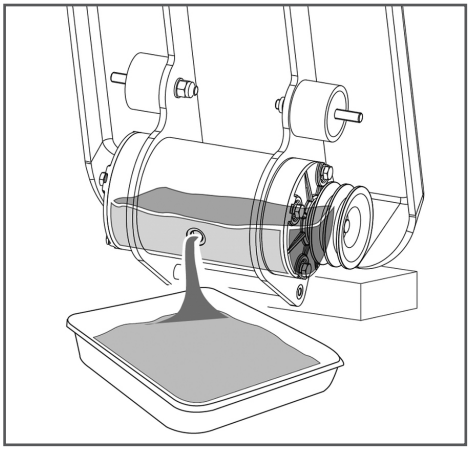

Рис. 29 Слив масла из вибратора
6. Вдвоем с помощником наклоните рабочую плиту в сторону вибратора и слейте масло из вибратора в подготовленную для этого емкость (Рис. 29).